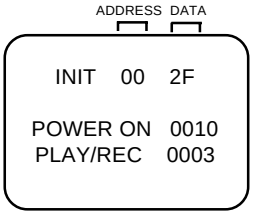

Fig. 1
2. Press both VOL. DOWN button on the set and the Channel button **(6)** on the remote control for more than 2 seconds. ADDRESS and DATA should appear as FIG 1.